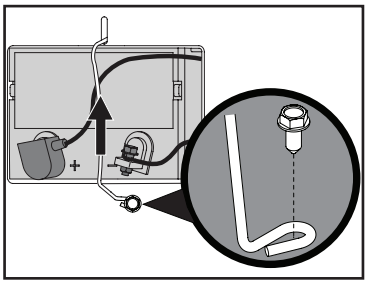

Fig. 24
- Remova o parafuso flangeado que segura o suporte de fixação da bateria ao chassi. Em seguida, vire para cima o suporte de fixação para liberar a bateria, [Fig. 24].